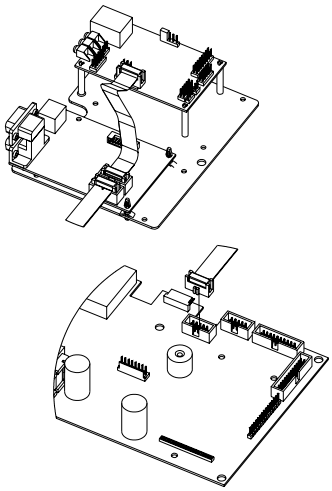
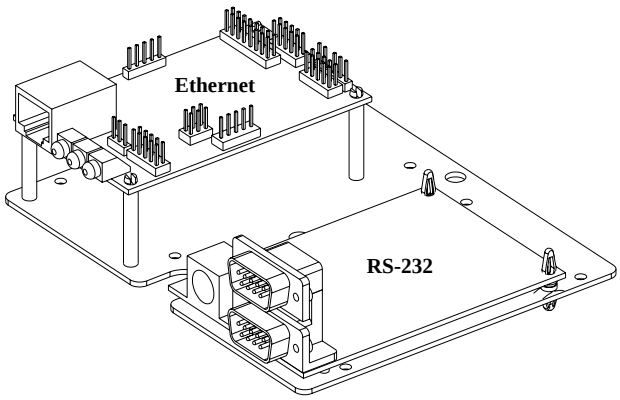

Figure 2-7: Connecting the Ethernet Interface Module to the Main Board
Figure 2-8: Ethernet and RS-232 Options
9. Install the option-mounting bracket in the Model 675 enclosure with the (2) 38-31-8710 self-tapping screws included with the option mounting bracket kit. Refer to page 2-6 for installation instructions.
10. If the Ethernet Interface Module and RS-232/PS2 option are both installed, connect the 9" ribbon cable from J5 of the Ethernet Interface Module to J4 of the RS-232/PS2 Module. Then connect the 9" ribbon cable which came with the RS-232/PS2 Module from J2 of the RS-232/PS2 Module to J18 of the main board. Refer to Figure 2-7 for illustration.
3. Locate the (6) holes to the left of the space labeled as ETH on the option-mounting bracket. The holes being used are the (2) inside holes.
4. The nylon spacers have a short end and long end. Install the short end of the (2) nylon spacers through the holes of the option-mounting bracket. Make sure the spacer is snapped in tightly.
5. Position the RS-232/PS2 Module so that the DB9 connectors and PS2 connector face the same edge as the notch. Install the RS-232/PS2 Module on the (2) spacers. Refer to Figure 2-8 for illustration. The board will not be supported in the front until it is installed to the rear panel
7. Remove the (4) screws from the DB 9 connectors on the RS-232/PS2 board and set them aside.
8. Install the option-mounting bracket in the Model 675 enclosure making sure the (2) DB9 connectors stick through the holes for COM 3 and COM 4. Tighten the option bracket down with the (2) 38-31-8710 self-tapping screws included with the option mounting bracket kit. Refer to page 2-6 for option bracket install instructions.
9. If the RS-232/PS2 and Ethernet Module option are both installed, connect the 9" ribbon cable from J5 of the Ethernet Module to J4 of the RS-232/PS2 Module. Then connect the 9" ribbon cable which came with the RS-232/PS2 Module from J2 of the RS-232/PS2 Module to J18 of the main board. Refer to Figure 2-7 for illustration.